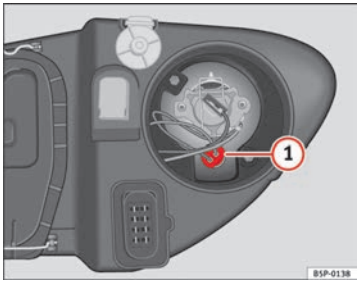

Fig. 189 Side lights
– Extract the bulb holder ⇒ fig. 189 (1) outwards.